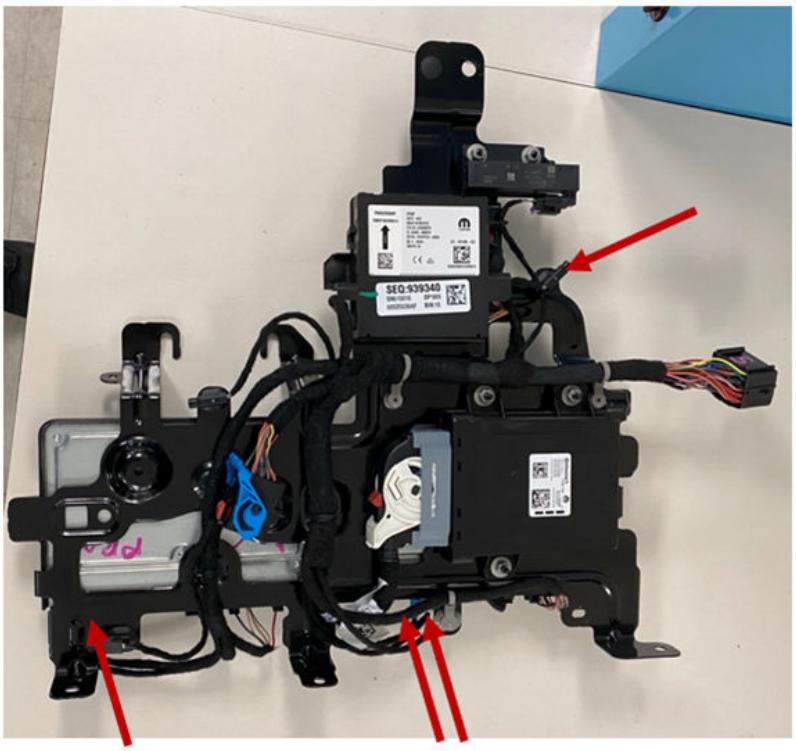

Рис. 12. Итоговый вид после ремонта. Красными стрелками показаны конечные точки установленного кабеля Ethernet
24. Убедиться, что все разъёмы вставлены до упора и надёжно зафиксированы (рис. 12).